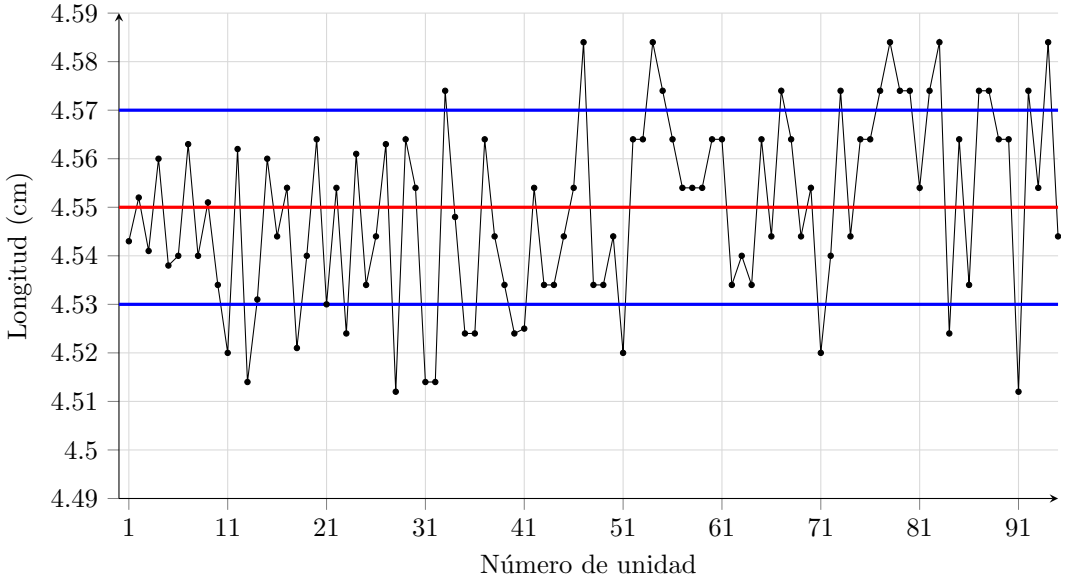

Figura 5.7: Gráfico de control
- **Gráficos de control**: Determinan si un proceso es estable o posee una variación anormal. Al representar una variable con sus límites de control superior e inferior y su línea media, permiten identificar cuándo un proceso se sale de control estadístico (Figura 5.7). La **regla de los siete** (siete puntos consecutivos por encima o por debajo de la media) es una señal clara para investigar una causa asignable.